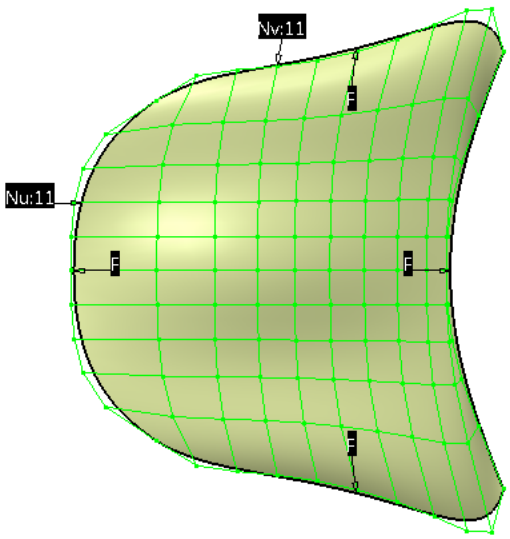

Figure 18-66 *The surface after deformation using the mesh*
3. Select the **Mesh only** option from the **Filters** area of the **Control Points** dialog box and deform the surface, as shown in Figure 18-66.